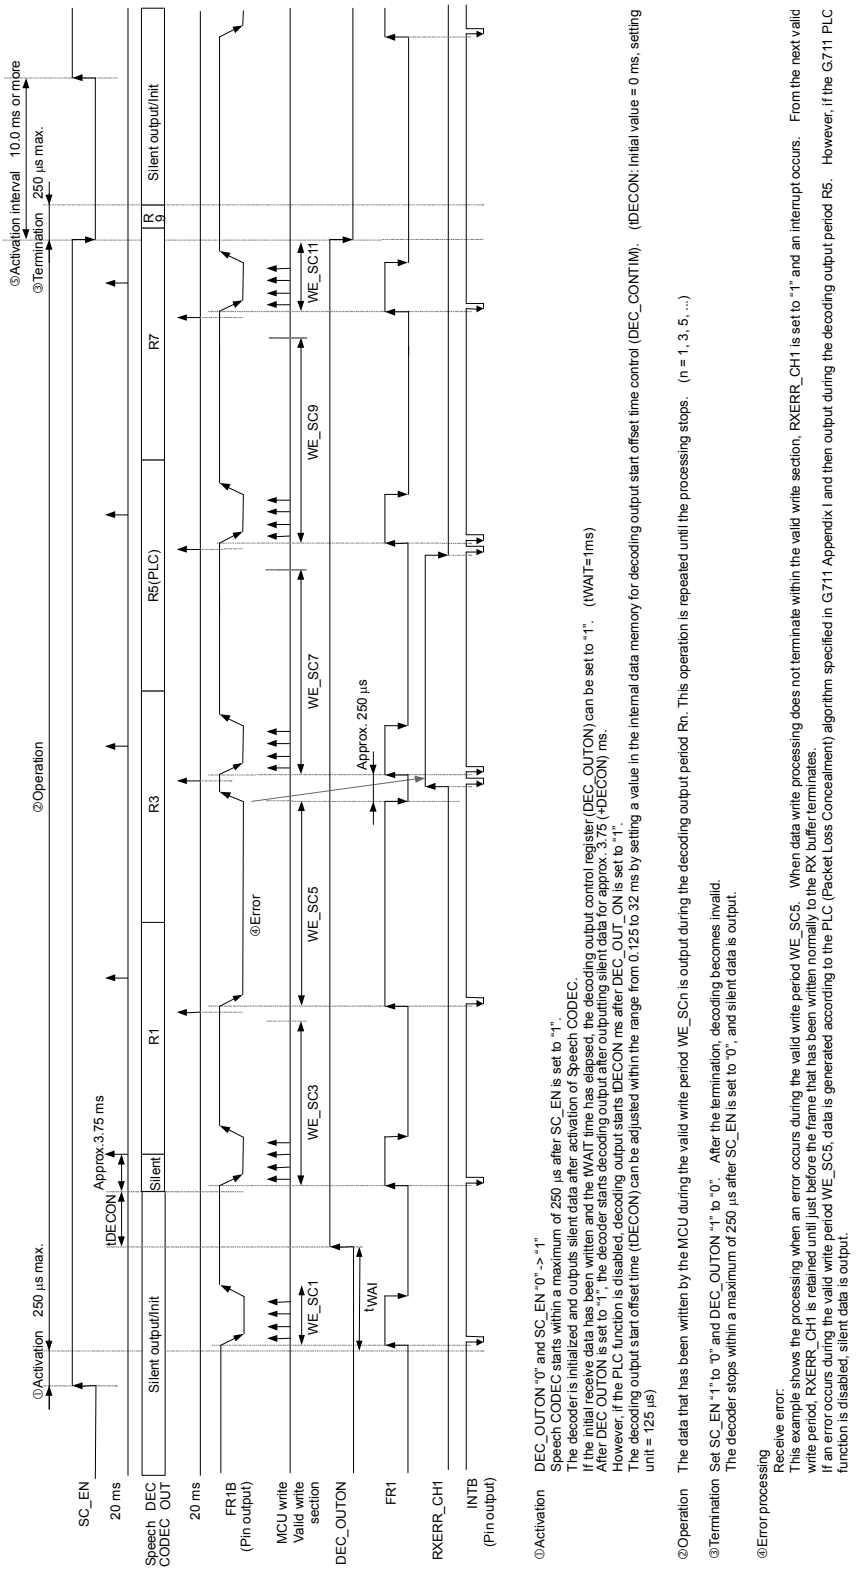

Figure 21 G.711 (μ-law and A-law) Receive Buffer Control Method at Single-Channel Operation (20 ms/frame mode)
③ G.711 operation (after switching)
Operates according to the operation that is effective on and after the third receive request that is described in ② Operation and ④ Error processing in Figure 21 G.711 (μ-law and A-law) receive buffer control method at single-channel operation (20 ms/ frame mode).